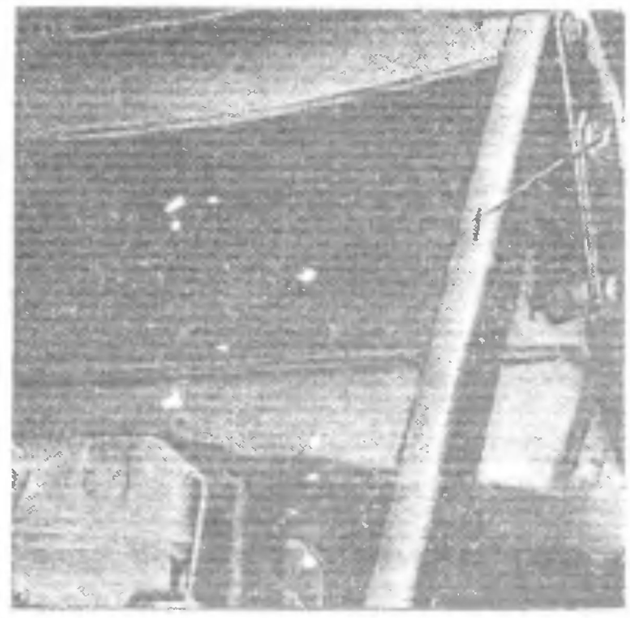

Рис. 18. Палец удлинителя:
4. Расшплинтуйте и выньте палец *1* (рис. 18) удлинителя. Поднимите кабину во второе положение (60°), поддерживая ее спереди	Плоскогубцы, лопатка-вороток